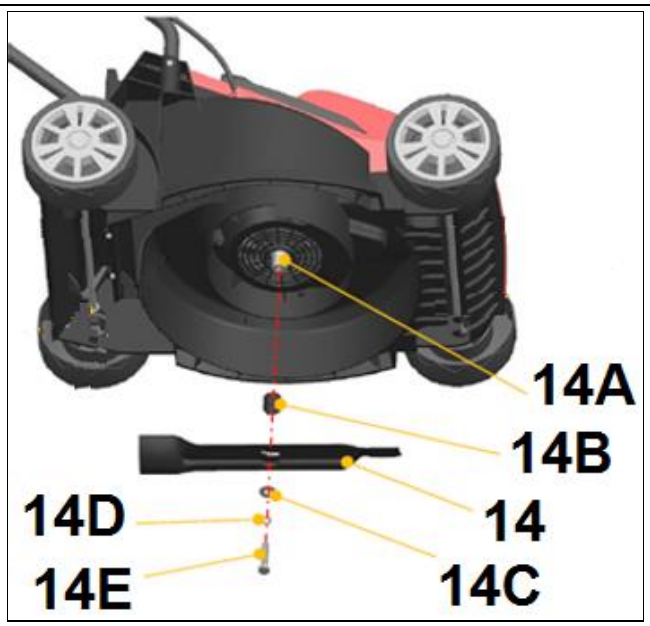

Rys. 17
2. Przytrzymaj nóż i odkręć śrubę (Rys. 17, poz. 14E) noża w kierunku odwrotnym do ruchu wskazówek zegara za pomocą odpowiedniego klucza płaskiego lub dynamometrycznego.
3. Zamocuj nowy nóż na piaście (Rys.17, poz.14B) znajdującej się na osi (Rys.17 poz. 14A) w kolejności odwrotnej (zachowując kolejność zakładania elementów jak na Rys. 17). Zwróć uwagę, by nóż był ustawiony w prawidłowej pozycji (łopatki noża muszą być wygięte do góry, wszystkie otwory muszą pasować do piasty) i aby śruba (Rys. 17 poz. 14E) była dobrze dokręcona. Zakładając ponownie nóż upewnij się, że podkładki (Rys.17 poz. 14D i 14C) były podłożone pod nóż i że jego tnące końce są ustawione w tym samym kierunku co obroty silnika. Śruba musi być dokręcona momentem około 25-30 Nm.